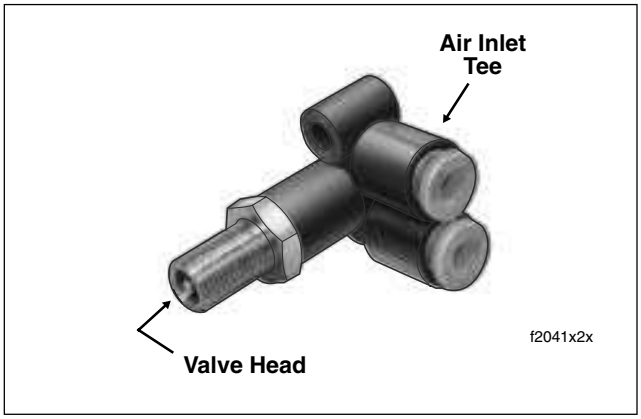

Figure 2-93. Air Valve Assembly
h. Push on valve head to free air valve assembly from mounting bracket. See Figure 2-93.